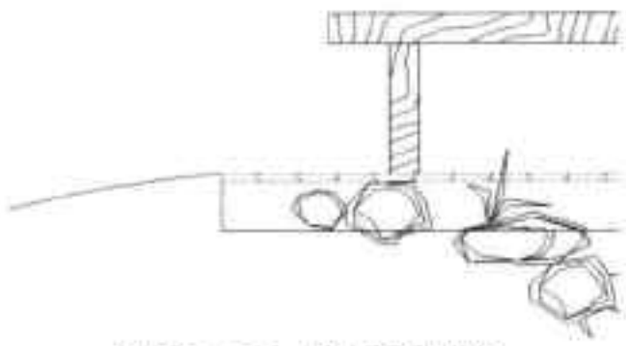

图20-95 绘制延伸线
Step 15 执行“弧线”命令，绘制出一侧路的延伸轮廓线，如图 20-95 所示。